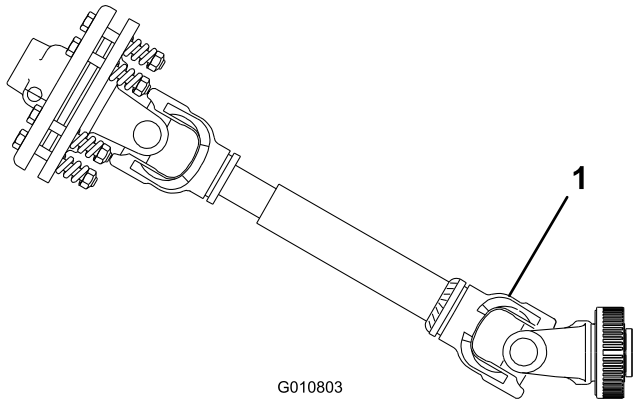

**Figuur 10**
**Belangrijk: Zorg er bij het aansluiten van de aftakas voor dat de beluchter niet hoger wordt getild dan nodig is. Als u de machine te hoog tilt, kunnen de scharnierpunten van de aftakas breken (Figuur 10). Laat de aftakas nooit draaien als de beluchter omhoog is. De aftakas kan worden bediend in een hoek van maximaal 25°, maar mag nooit de 35° passeren, de hoek waarbij de beluchter zich in de hoogste stand bevindt omdat er anders ernstige schade kan optreden.**